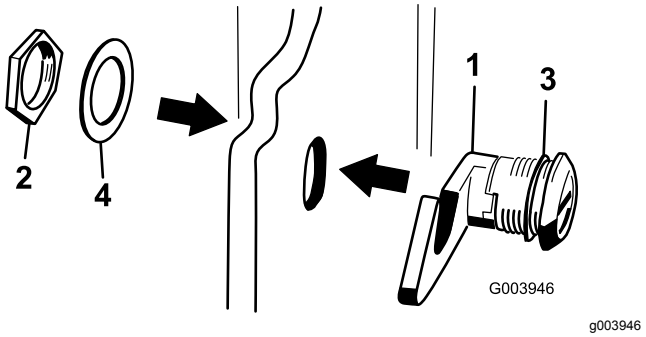

Figur 19
3. Demontera muttern från motorhuvsspärren (Figur 19).